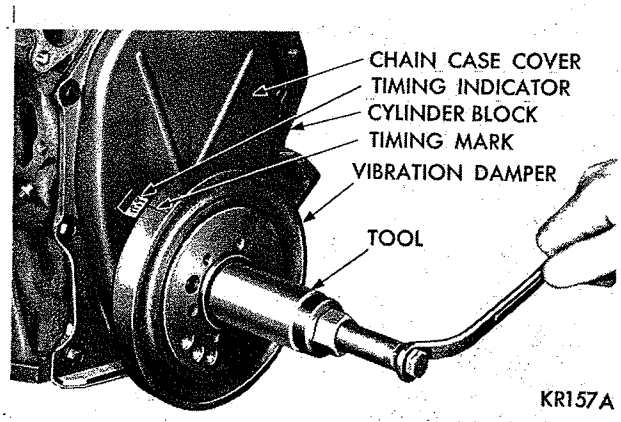

***Fig. 31—Installing Vibration Damper Assembly Using Tool C-3688***
(1) Place damper hub key in the slot in crankshaft, and slide vibration damper on crankshaft.
(2) Place installing tool, part of Tool C-3688 in position and press damper on the crankshaft (Fig. 31).
(3) Install damper retainer washer and bolt. Tighten to 135 foot-pounds.
(4) Slide belt pulley over shaft and attach with bolts and lockwashers.
(5) Tighten bolts to 15 foot-pounds.